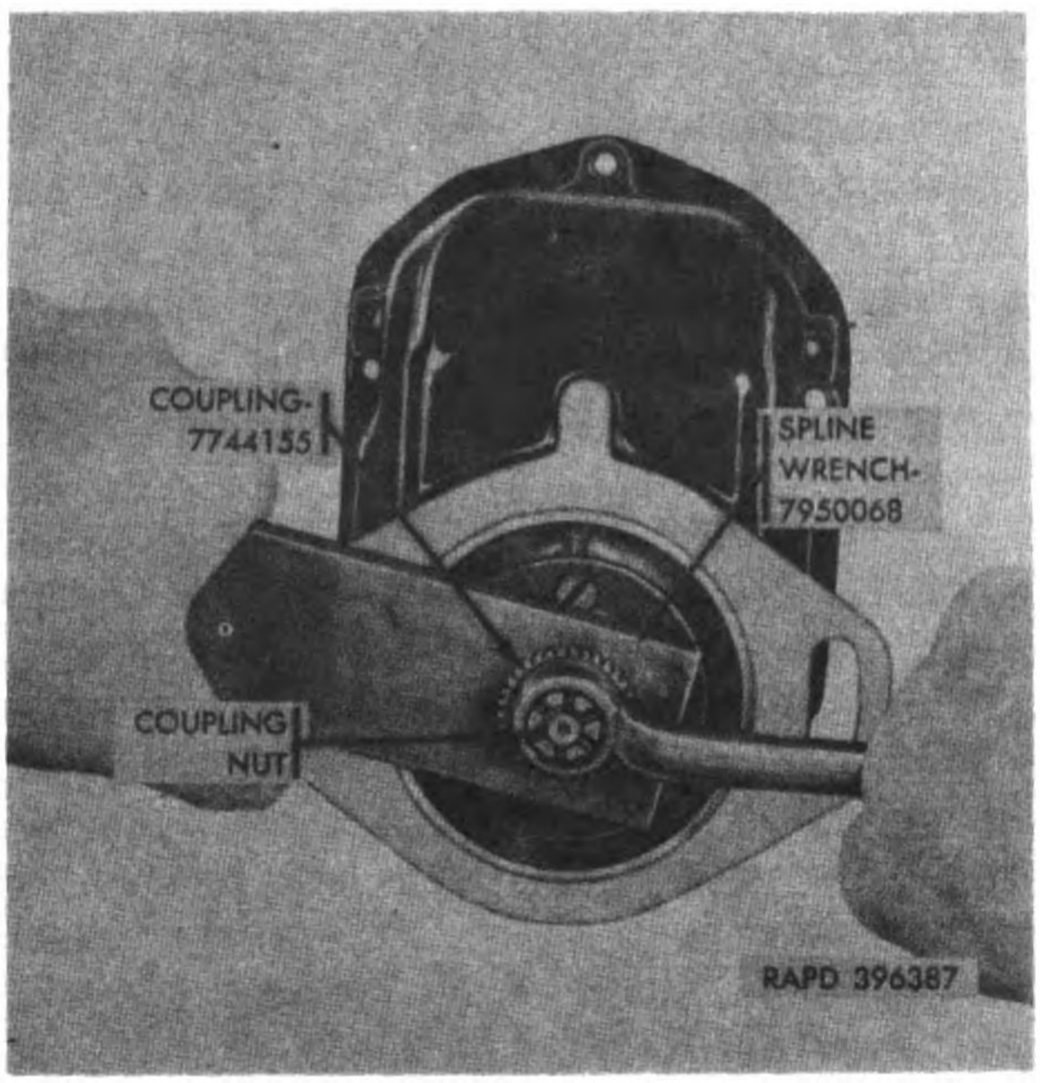

Figure 10. Removing coupling nut—types S4LN-32 and S6LN-32.
(1) Hold the drive coupling (PP) with spline wrench 7950068 (fig. 10) and remove nut (A) with 9/16-inch wrench. Remove lockwasher (B) and drive coupling (PP).
(1) Remove cotter pin (A). Hold drive coupling (SS) as shown in figure 10, and remove nut (TT). Lift off coupling (SS), bushing (QQ), and oil slinger (D).
(2) Remove screws (B), flange (C), and gasket (RR). Discard gasket.